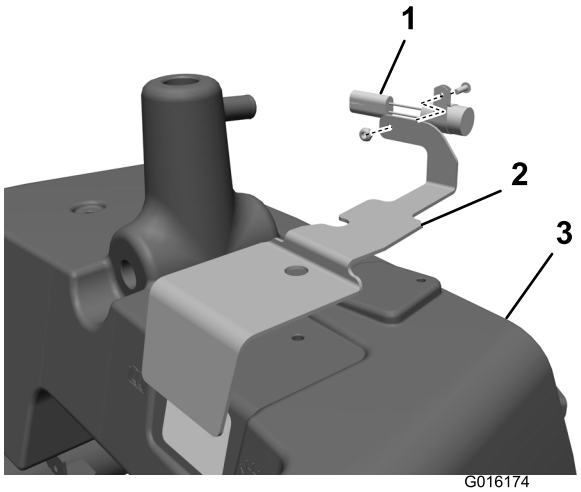

Figur 3
12. Montera fördröjningstimern på oljenivåskyddet (endast dieselmodell) (Figur 3).
13. Sätt oljenivåskyddet på plats, men montera inte fast det på huvudhydraultanken ännu (Figur 3).
2. Fäste för skyddet (2)
3. Sexkantskruvar (2)
19. Montera fast oljenivåskyddet och den elektromagnetiska ventilenheten på huvudhydraultanken med två sexkantskruvar och fästet till skyddet (Figur 3).